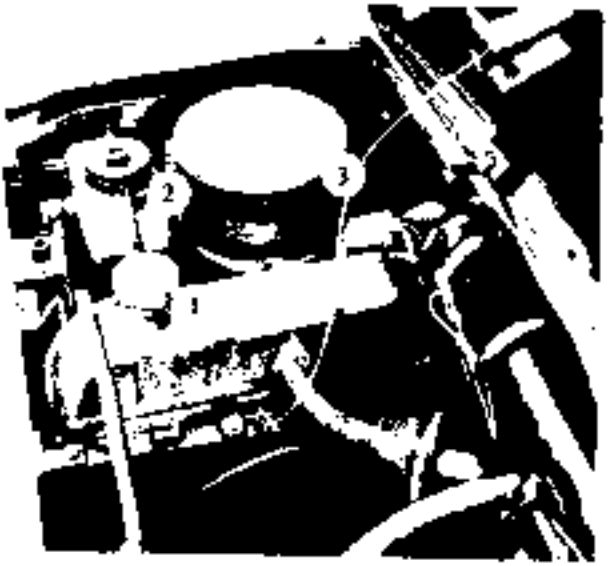

Fig. 6
15. Compressor engagement safety pin (Fig. 6:4).